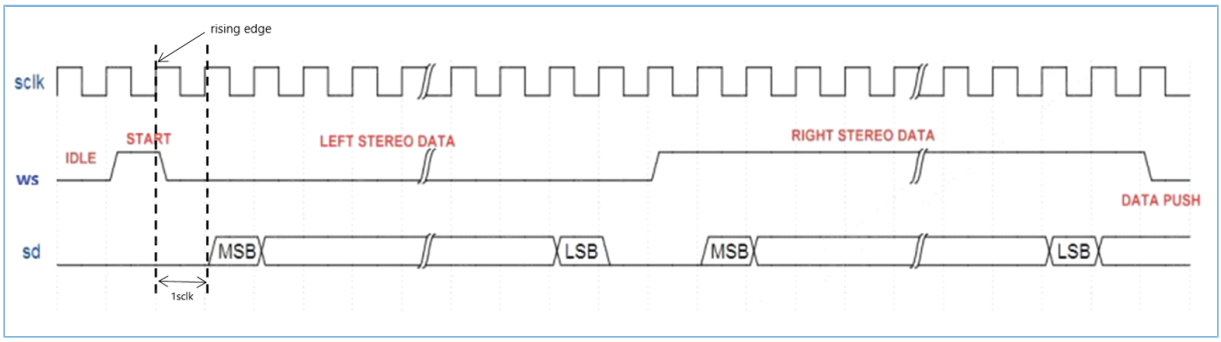

Figure 4-57 I2S formats (receiver)
- The I2S module of this device adopts the I2S Philips standard (neither MSB justified standard nor LSB justified standard). For instance, when WS is low, the word being transferred is left stereo data; when WS is high, the word being transferred is right stereo data. For standard I2S formats, the MSB of a word is sent one SCLK cycle after a WS change. Serial data sent by the transmitter can be synchronized with either the negative edge or positive edge of the SCLK signal. However, the receiver must latch the serial data on the rising edge of SCLK. The formats (as receiver) are shown in Figure 4-57.